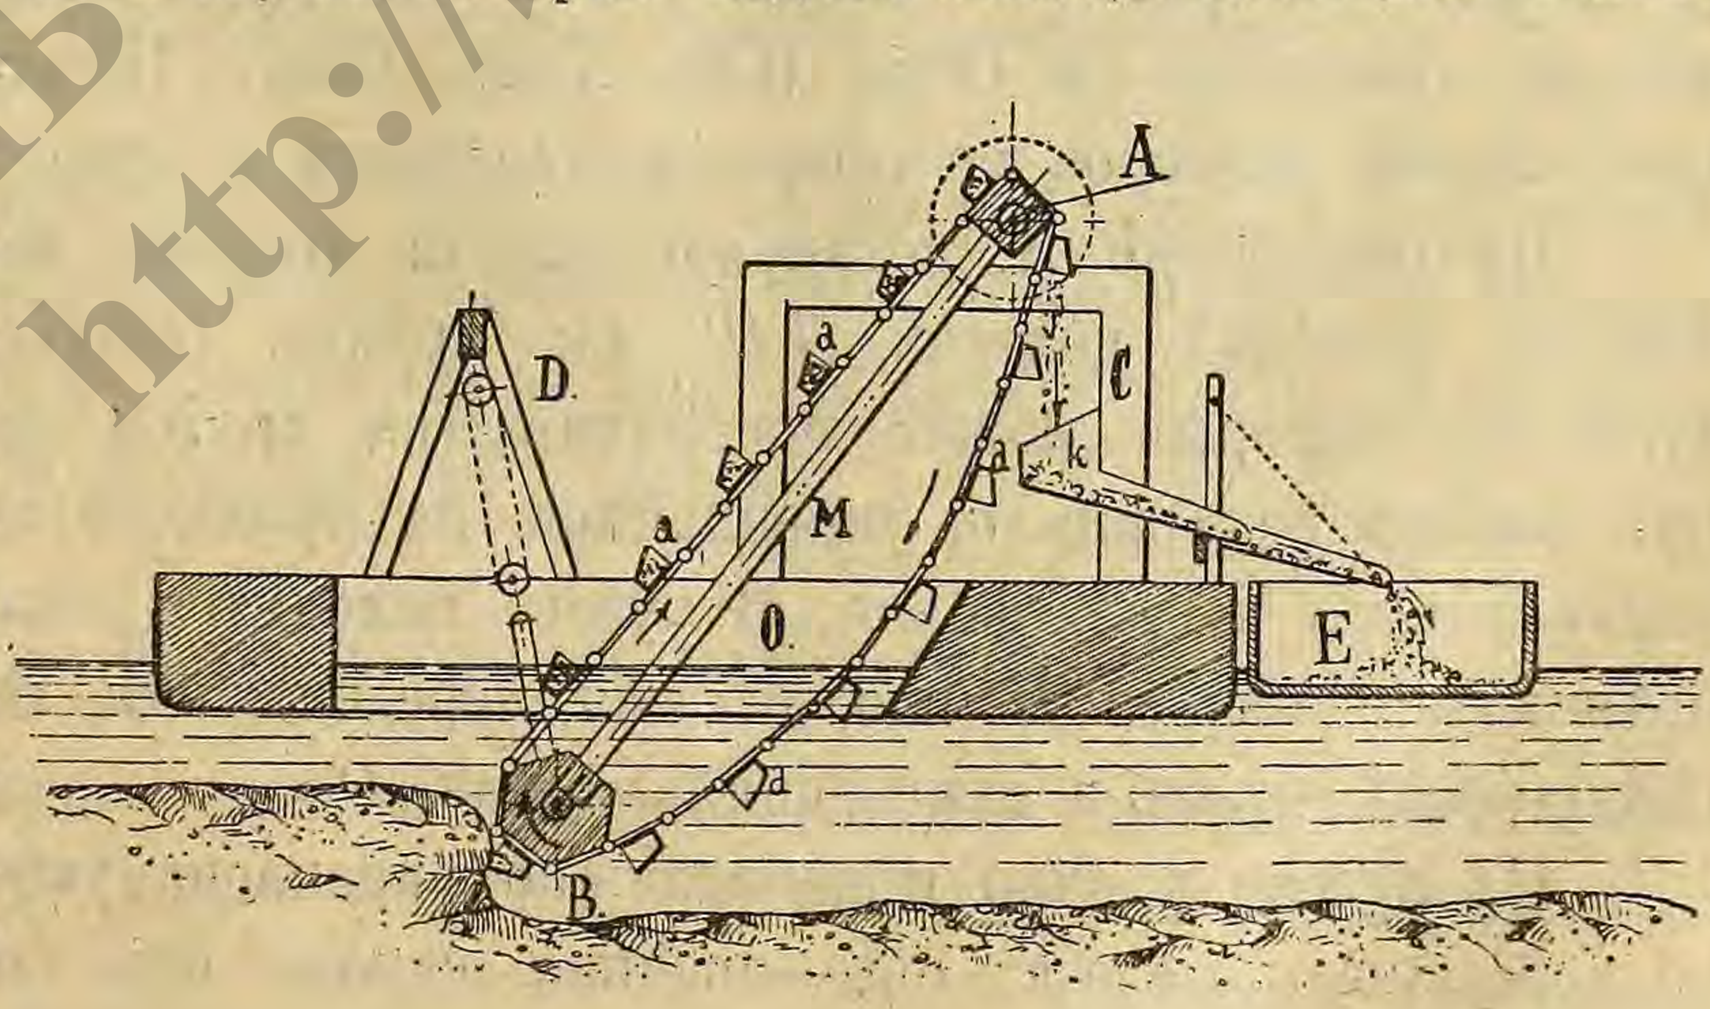

Рис. 273.
I. **Машины для подводных работ.** *Многочерпаковая землечерпательница* (рис. 273) устанавливается на специальном судне и состоит из двух барабанов *A* и *B*, на которые надета бесконечная цепь с ковшами или черпаками *a*. Верхний барабан поставлен на станине *C* и приводится во вращение двигателем, установленным на судне; он приводит в движение цепь с черпаками. Нижний барабан *B* укреплен на укосине *M*, вращающейся около верхнего своего конца. Для вращения укосины, а стало быть для подъема и опускания барабана *B* служат блоки и цепи,